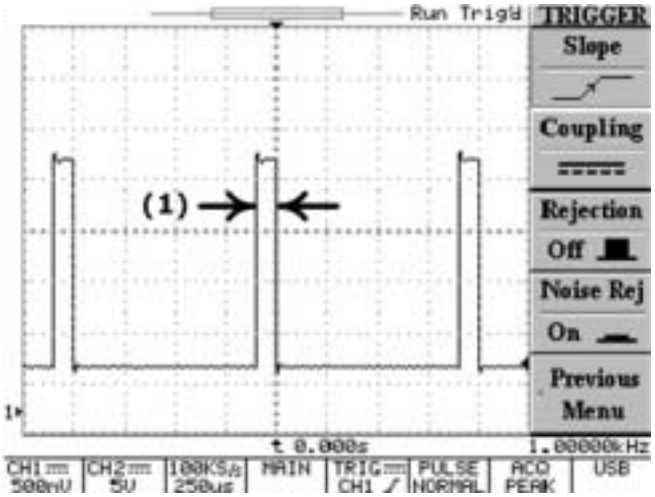

図 5-16：ポジティブ極性を選択した場合のパルス幅トリガ
(1): ポジティブ極性を選択すると、比較条件が一致した時にパルスのハイからローへの移行時にトリガが発生します。図 5-16 を参照してください。